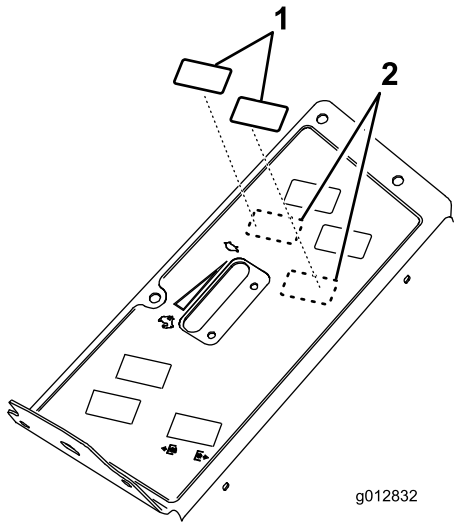

Rysunek 28
7. Zlokalizuj i usuń 2 zaślepki z górnej części panelu sterowania (Rysunek 28).